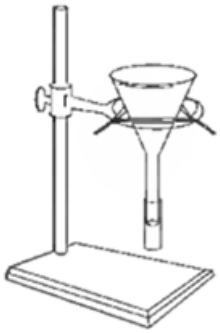

Рис. 1
1. Вставьте воронку в фарфоровый треугольник и поместите ее в кольцевой держатель, как показано на рис. 1. Прикрепите резиновый шланг к концу воронки.
3. Закрепите воронку, как показано на рис. 1, и опустите кольцо штатива таким образом, чтобы конец воронки оказался на 2-3 см внутри стаканчика объемом 150 мл.